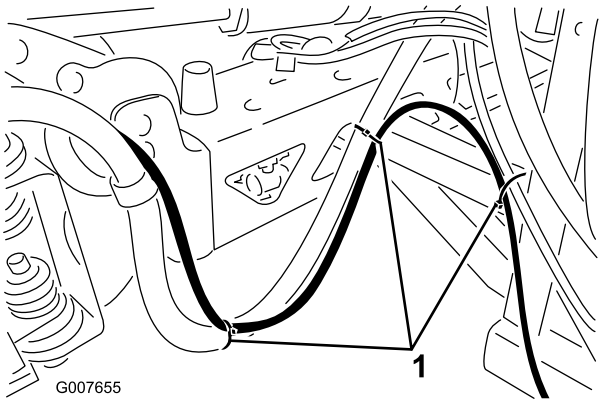

Figure 9
C. Continue to route the hose along the exiting boom supply hose. Use plastic ties to secure the hose to the brace at the positions shown in Figure 9.